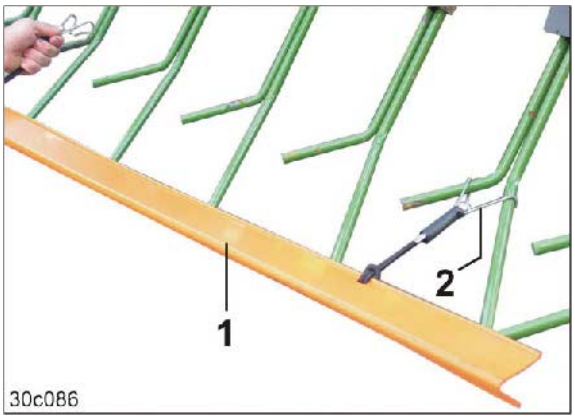

**Fig. 187**
1. Détachez les éléments de fixation à ressort (Fig. 187/2) et retirez la barre de sécurité routière (Fig. 187/1).